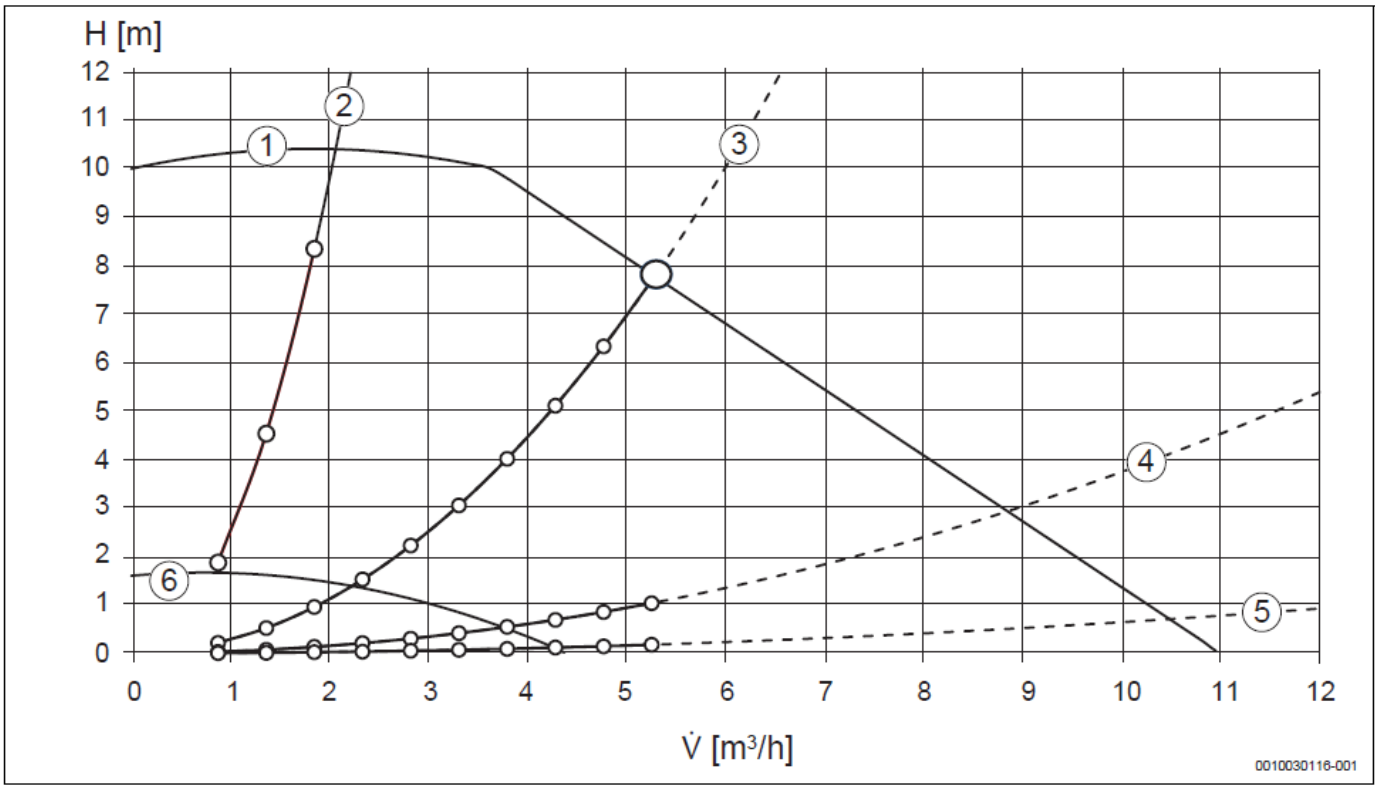

Рис. 87 Модуляція насоса контуру котла на прикладі Logano plus KB372 з потужністю 150 кВт та ΔT 25 K
За умови коректно налаштованого клапана регулювання потоку в трубопроводі характеристика кривої насоса досягає номінального значення при повному навантаженні (→ Рис. 87: 5,3 м³/год.) та модулює донизу на мале навантаження до 2,5 м³/год.
- Робочий діапазон без SRV (→ Рис. 87, [5]): 4,2 ... 5,25 м³/год.
- Робочий діапазон з SRV (→ Рис. 87, [3]): 2,2 ... 5,25 м³/год.
Завдяки перевагам модульованого насоса котлового контуру досягти найвищої ефективності можливо тільки в комбінації з регулюючим клапаном протоку лінії подачі SRV. Клапан регулювання протоку лінії подачі котлового контуру робить можливим налаштування об'ємного потоку до повного навантаження (розрахунковий параметр), а також за допомогою обмеження мінімального протоку для тієї чи іншої опалювальної установки забезпечує належний робочий діапазон та в такий спосіб суттєво сприяє оптимізації системних характеристик. Чим менше буде мінімально можливий об'ємний потік котла, тим кращі будуть системні характеристики котла / котлів з буферним баком-накопичувачем (→ Рис. 87). Покращений в такий спосіб коефіцієнт корисної дії котла буде суттєвою перевагою над недоліком додаткового гідравлічного опору клапана SRV.